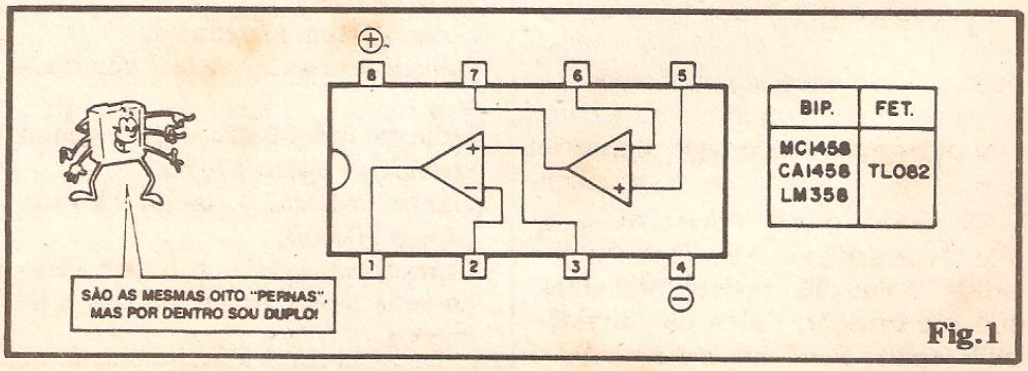

Fig.1
- FIG. 1 - DOIS OPERACIONAIS NUM SÓ INTEGRADO - O diagrama mostra a pinagem/organização típicas de um Integrado duplo Amp.Op., relacionando os códigos mais comuns para os componentes **bipolares** e **FETs**... Notem que a configuração de pinagem é válida também para muitos outros "códigos de fabricante", equivalentes a duplo Amp.Op. Logo "de cara" observamos que os fabricantes "conseguiram enfiar", num Integrado de tamanho externo igual ao de um 741 "normal" (8 pinos, DIL), nada menos que **dois** blocos Operacionais completos, cada um com suas Entradas, inversora e não inversora, e Saídas, totalmente individualizadas através da pinagem respectiva... Alguma coisa tinha que se "perder" e - efetivamente - os controles de "zeramento" (OFF SET) normalmente não estão disponíveis (como ocorreria num Integrado DIL de 8 pinos com **apenas um** Amp.Op. "lá dentro"...). Como, entretanto, existem outras maneiras circuitais de se promover a "compensação" ou "zeramento" da Tensão de Saída (além do modo obviamente simples, com um **trim-pot** entre os pinos 1 e 5, com o cursor "negativado"...), essa aparente insuficiência pode, tranquilamente, ser ultrapassada... Nessa configuração dupla, normalmente os acessos da alimentação encontram-se no pino 8 (positivo) e 4 (negativo), abrangendo - como já foi dito - a energização simultânea dos **dois** Amp.Ops. Ao longo das futuras "Aulas" (notadamente nas Montagens Práticas...) o Leitor verá várias aplicações dos Integrados duplo Amp.Op. em circuitos e dispositivos diversos, quase sempre na "substituição" direta de "dois 741" que **seriam** necessários numa configuração menos compacta...